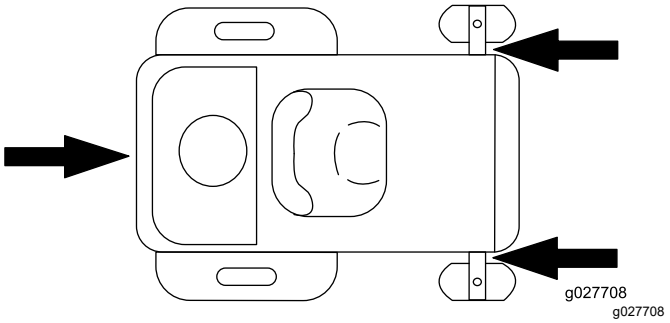

Figur 34
6. Fastgør maskinen i nærheden af de forreste styrehjul og bagstellet med remme, kæder, kabler eller reb (Figur 34). Der henvises til de lokale regler for bindepunkter.